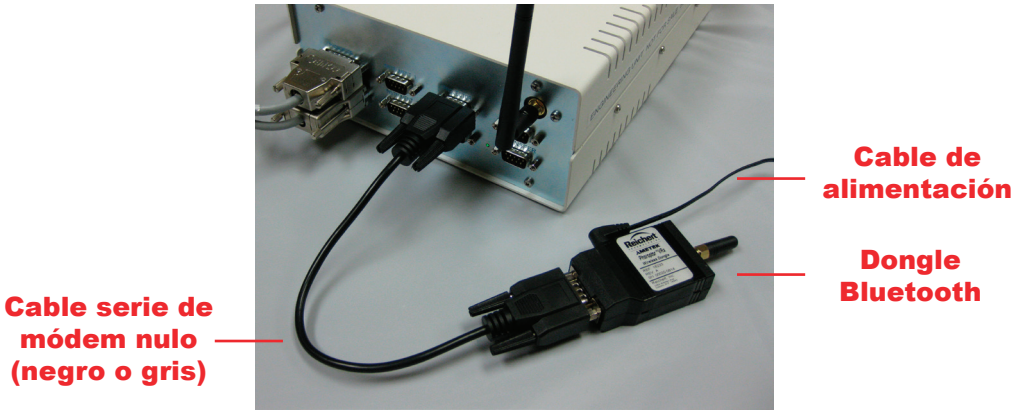

Figura IS-13, Dongle Bluetooth a unidad central
8. Conecte el dongle Bluetooth al suministro eléctrico con el adaptador de corriente provisto. (Mire la Figura IS-13). Se debe iluminar la luz LED de color verde.
10. Conecte el dongle Bluetooth al puerto correcto de la unidad central; para ello, utilice el cable serie de módem nulo provisto. (Mire la Figura IS-13).